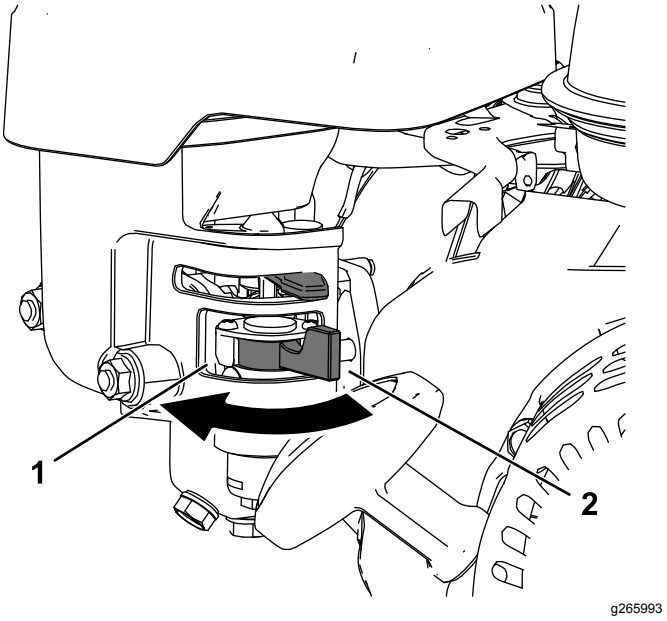

Rysunek 4
- Aby otworzyć zawór paliwowy obróć uchwyt zaworu odcięcia paliwa w stronę uchwytu rozrusznika linkowego (Rysunek 4).
- Aby zamknąć zawór paliwowy obróć uchwyt zaworu odcięcia paliwa w stronę przeciwną do uchwytu rozrusznika linkowego (Rysunek 4).